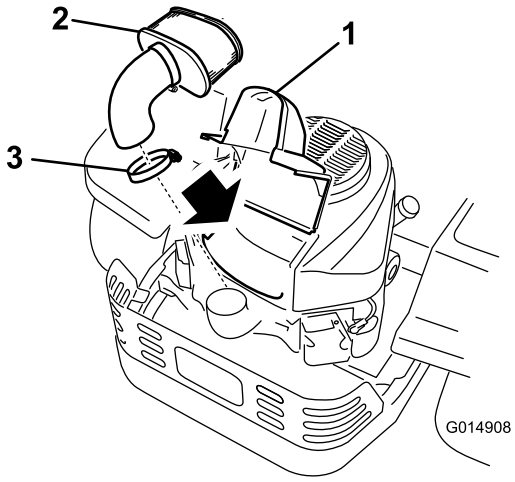

Figur 37
4. Løft dækslet, og fjern slangeklemmen, som fastgør luftfilterenheden på motoren (Figur 37).
5. Løsn slangeklemmen, og fjern papirindsatsen (Figur 37).